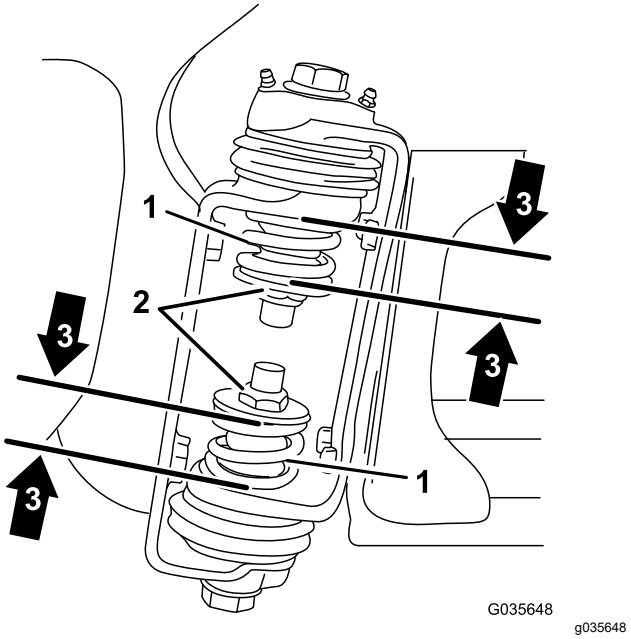

**Figura 4**
3. Na dobradiça da seção, meça a compressão das molas superior e inferior enquanto as seções estiverem em suas posições estendidas (Figura 4).